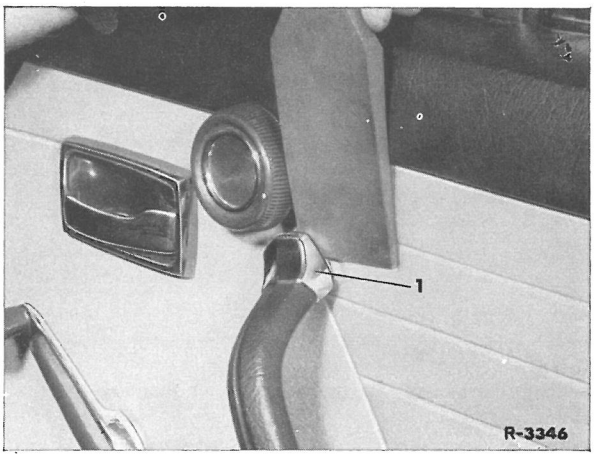

Fig. 72-6/1
1 Blænde (1) trykkes ovenfra af og ud som vist på fig. 72-6/1.